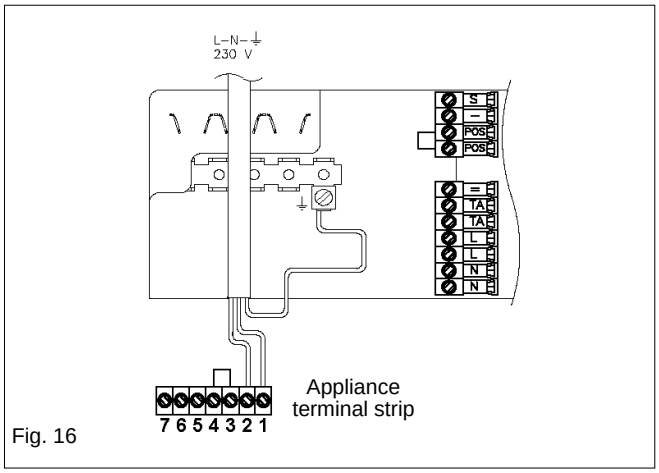

Fig. 16
4.7.3 CONNECTING THE MAINS (230V) INPUT (see fig. 16)
Connect the supply cable wires (live & neutral) to their corresponding terminals on the appliance terminal block. Connect the EARTH wire to the EARTH block (see fig. 16) ensuring that it's left slightly longer that the others, this will prevent strain on the earth wire should the cable become taut.